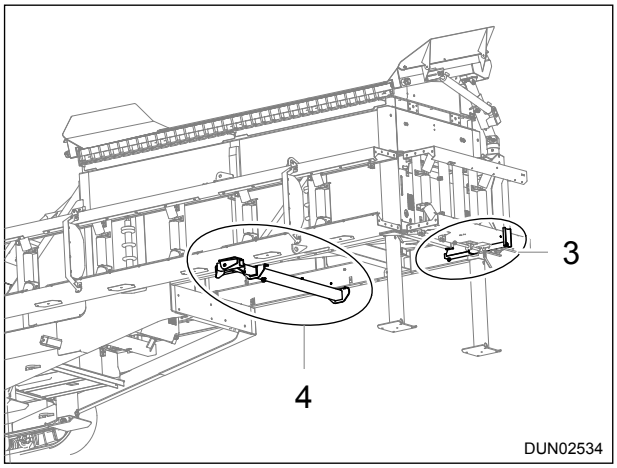

Figure 6.20 - Transport Brackets
3. Remove the transport bracket (Item 3) at the rear of the machine, Reference: Figure 6.20.